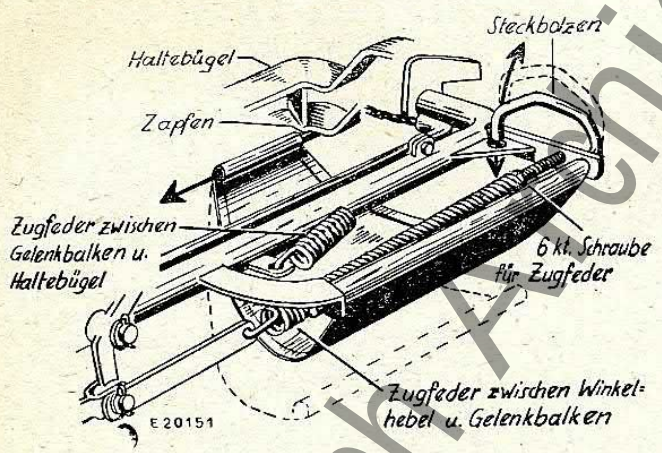

Bild 14.
Winkelhebel einhängen. Spannschraube im hinteren Loch des linken Haltebügels am Gelenkbalken einstecken und in Zugfeder einschrauben und leicht vorspannen (Bild 14). Gegenmutter auf Spannschraube erst nach dem Einstellen gegen Zugfeder kontern.
**Kurbelschutz anbringen.** (Bild 14).